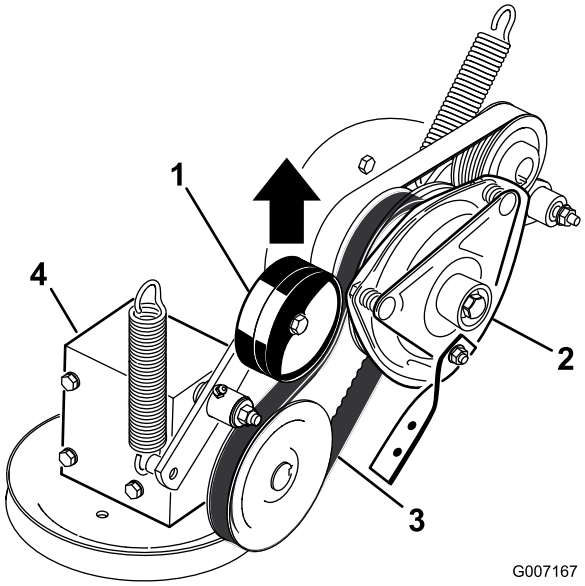

**Figuur 54**
5. Trek aan de veerbelaste spanpoelie voor de aandrijfriem van de aftakas en verwijder de riem van de poelie van de koppeling (Figuur 54).
17. Trek aan de veerbelaste spanpoelie voor de aandrijfriem van de aftakas en monteer deze op de poelie van de koppeling (Figuur 54).